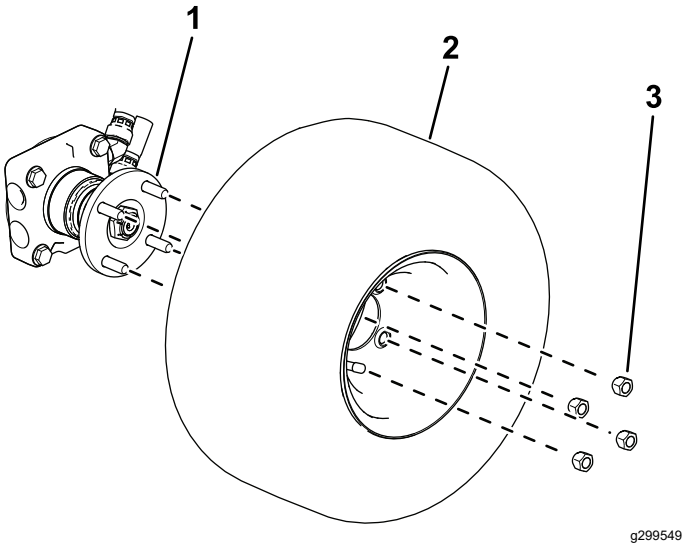

Figur 4
- **Fyrhjulsdrivna maskiner:** Fäst hjulet på hjulnavet med fyra hjulmuttrar (Figur 4).